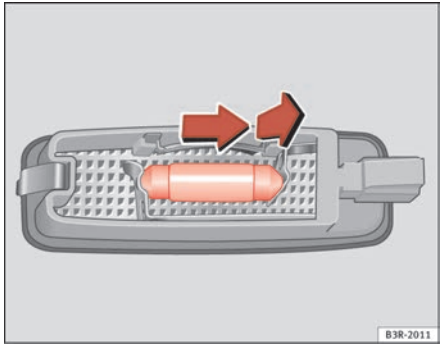

Fig. 224 Removing sunroof light
– Remove the bulb, moving it in the direction of the arrow and outwards ⇒ fig. 224. ■